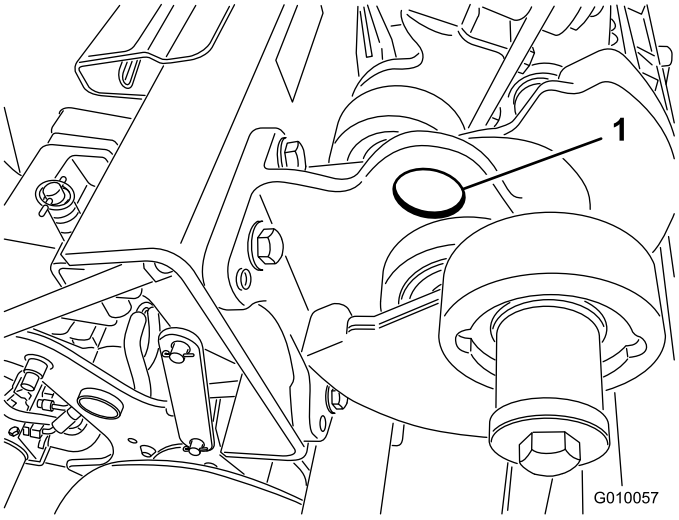

Figur 42
**Obs:** En upphissningsanordning kan användas, om en sådan finns tillgänglig, för att lyfta upp maskinens bakdel. Använd öglorna på luftarhuvudets lagerhus för att fästa upphissningsanordningen (Figur 42).